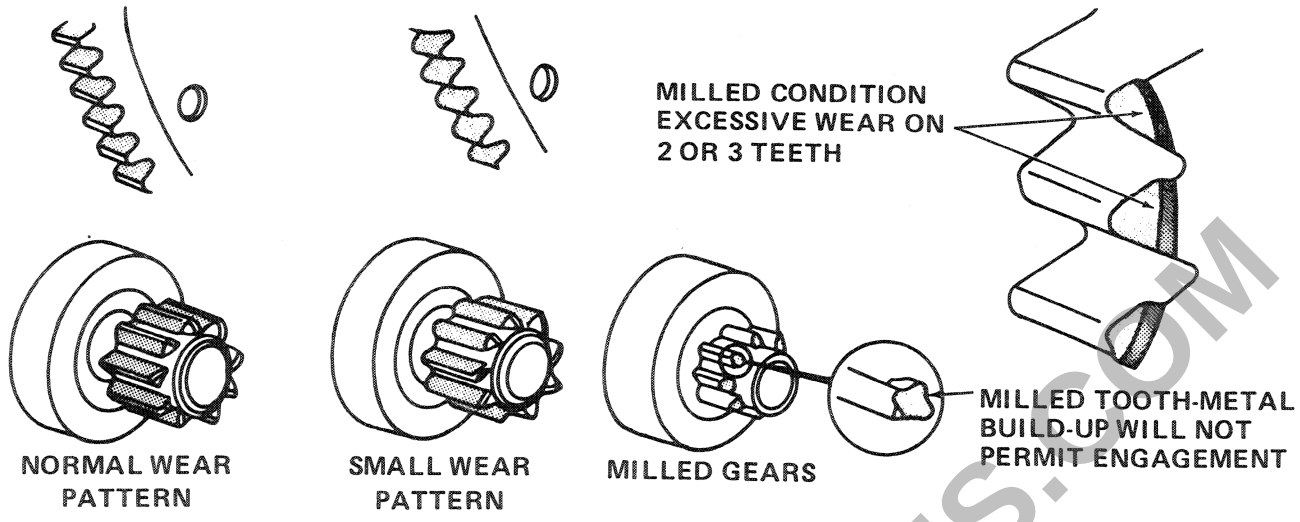

**FIGURE 3-59**
14. Inspect the pinion and ring gear teeth for excessive wear or damage. Replace the pinion and ring gear assemblies if they are excessively milled, pitted or have damaged teeth, Figure 3-59.